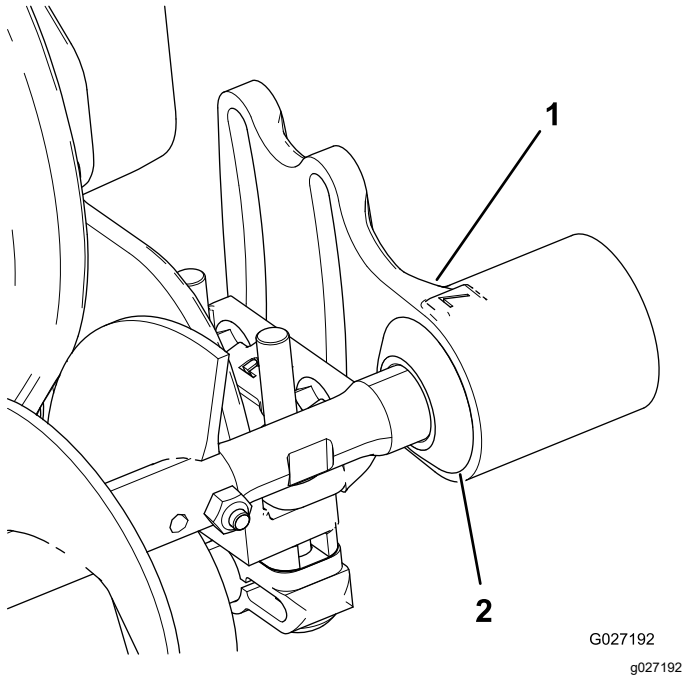

Figure 10
1. Faites glisser chaque joint d'étanchéité vers l'extérieur jusqu'à ce qu'il soit en léger contact avec chaque logement de roulement (Figure 10).